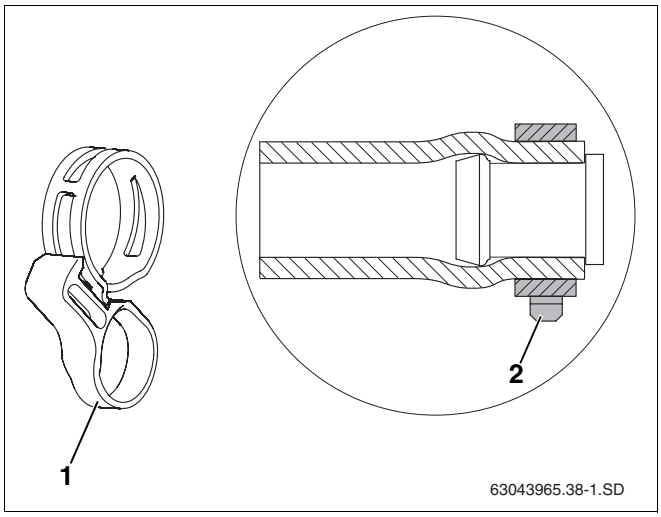

Rys. 36 Zaciskowa opaska sprężynująca z pierścieniem zabezpieczającym, zamontowana na zaślepce
- Zaciskowe opaski sprężynujące muszą się znaleźć we właściwym miejscu przed zaciągnięciem pierścienia zabezpieczającego (rys. 36, **poz. 1**) (rys. 36, **poz. 2**). Poluzowanie zaciągniętego pierścienia obcęgami zmniejszy naprężenie.